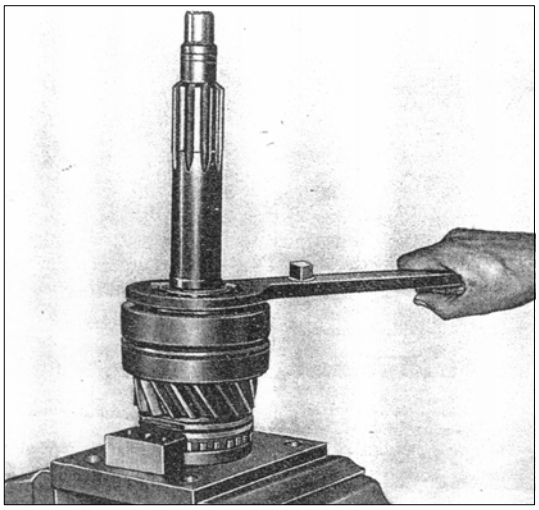

РИС. 217
2) Установите первичный вал на приспособление. Расстопорите и открутите гайку ведущего вала гаечным ключом 2506 5890 0103 (см. рис. 217).